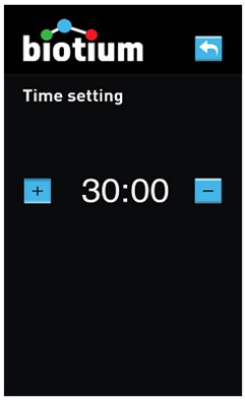

Figure 3. PMA-Lite™ 2.0 time settings screen.
2. To set the length of time for photolysis, press the icon in the top right-hand corner of the display screen. This will bring up the time setting screen, where you may add or subtract time with the plus and minus icons, respectively (Figure 3). The time setting can be adjusted in 1 minute intervals. The minimum time that can be entered is 5 minutes, and the maximum is 45 minutes.